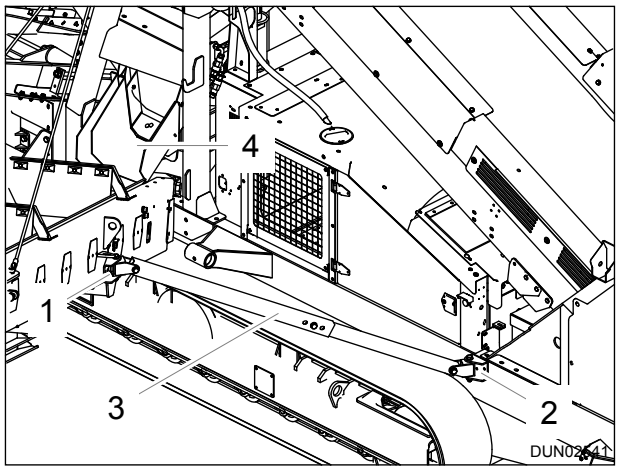

Figure 5.21 - Auxiliary Conveyor in Working Position
8. Remove the radial stays joints from the conveyor (Item 1) and from the chassis of the machine (Item 2), Reference: Figure 5.21.